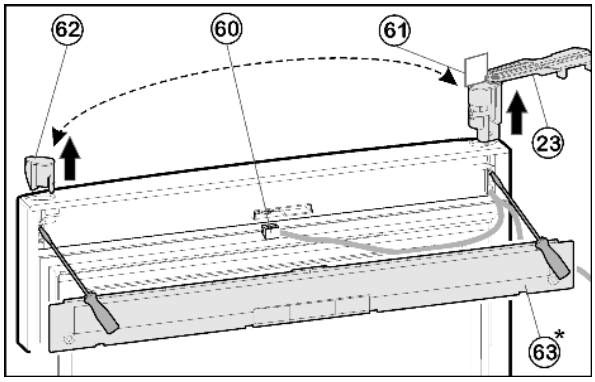

Fig. 21
- ▶ Abdeckung *Fig. 21 (63)* an der Tür mit Schraubendreher ausrasten.
- ▶ Stecker *Fig. 21 (60)* abziehen.
- ▶ An der oberen Tür Lagerbock *Fig. 21 (23)* nach außen parallel zur Türkante drehen.
- ▶ Lagerbock *Fig. 21 (23)* mit Hilfe eines Schraubendrehers von unten herausschieben und komplett mit dem Kabel aus der Tür entfernen.
- ▶ Stopfen *Fig. 21 (62)* mit Hilfe eines Schraubendrehers von unten herausschieben und auf die Gegenseite umstecken.
- ▶ Das Kabel des Lagerbocks *Fig. 21 (23)* auf der Gegenseite einfädeln und Lagerbock einsetzen.
- ▶ Schablone *Fig. 21 (61)* abnehmen und im Lagerbock befestigen.
- ▶ Stecker *Fig. 21 (60)* einstecken.
- ▶ Abdeckung *Fig. 21 (63)* an der Tür einrasten.